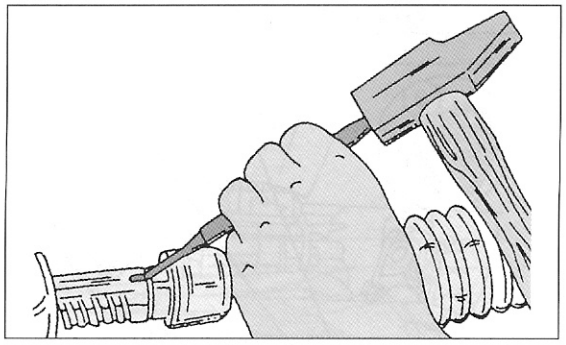

Bild 273
- Das Kugelgelenkgehäuse jetzt an der Zahnstange verstemmen. Bei eingespannter Lenkung die am Kugelgelenkgehäuse angebrachte Lasche in die Nut der Zahnstange einschlagen (Bild 273), ohne dabei das Metall zu sprengen.